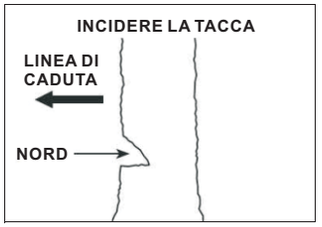

Fig.11
7.3.1 TACCA DI DIREZIONE (FIG.11)